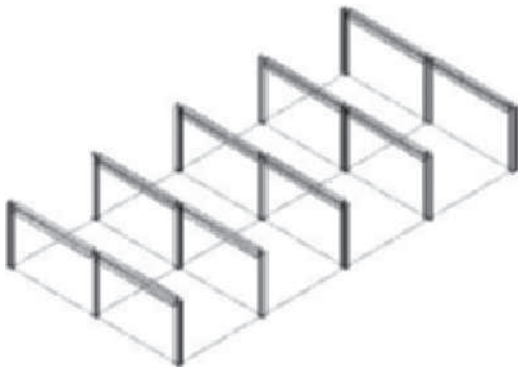

FIGURE 13.25 *Beams placed between columns*
17. Continue to place the beams as shown in Figure 13.25.